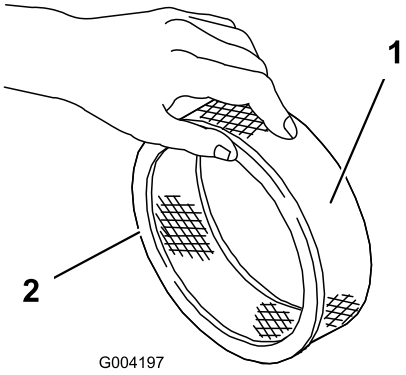

Figuur 17
5. Controleer het filterelement op scheuren, een vettig oppervlak of beschadiging van de rubberen afdichting (Figuur 17).
1. Schuif voorzichtig het schuimfilter van het papierfilter (Figuur 17).